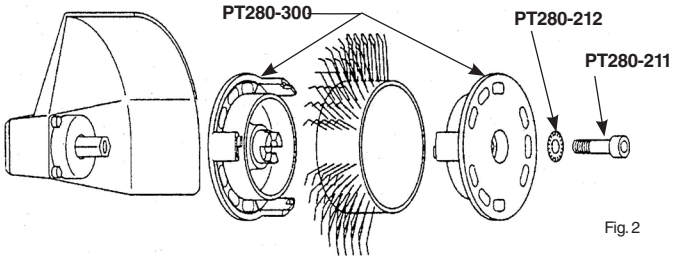

Fig. 2
3. Montare correttamente la cinghia abrasiva sull'utensile utilizzando l'adattatore e la vite apposita, scollegando l'aria di alimentazione. Vedere la Fig. 2. Verificare che le setole della spazzola siano orientate correttamente secondo la rotazione dell'utensile. Vedere a pagina 7.